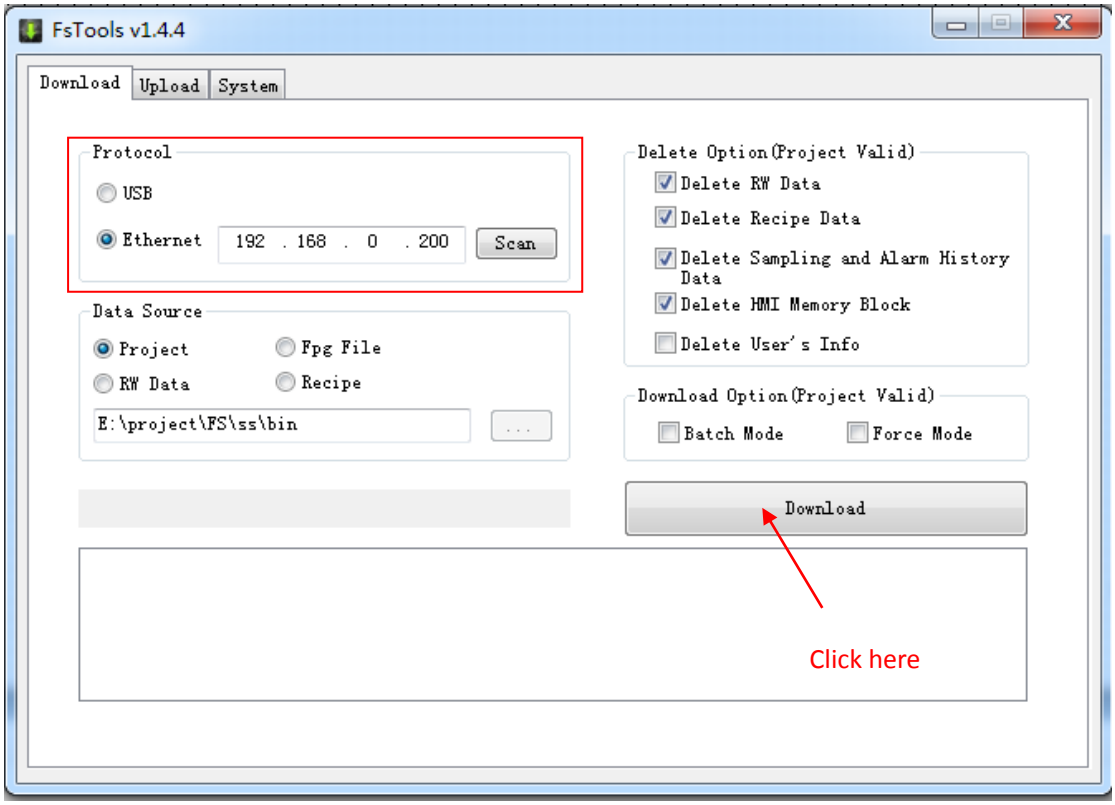

Fig. 26
② Select the project downloading mode, USB or network, and click OK to download, as shown in Fig. 26. If “Communication failure” appears, please check if the downloading line is correctly connected (USB line or network line). If the downloading operation is failed, please cut off the power supply to restart the HMI and try again.